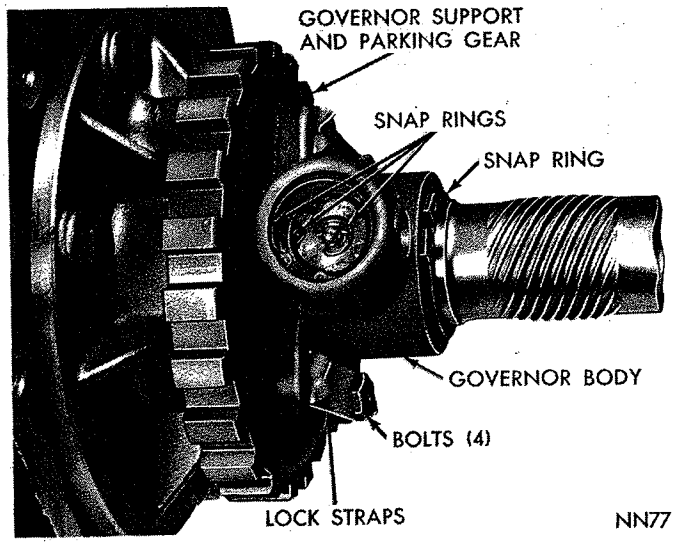

*Fig. 44—Governor Shaft and Weight Snap Rings*
(1) Remove extension housing and output shaft bearing. Refer to Page 65.
(2) Using a screw driver carefully pry snap ring from weight end of governor valve shaft (Fig. 44). Slide valve and shaft assembly out of governor body.
(3) Remove large snap ring from weight end of governor body, lift out governor weight assembly.
(1) Assemble governor body to the support (if disassembled) and tighten bolts finger tight. Make sure oil passage of governor body aligns with passage in the support.
(2) Position support and governor assembly on the output shaft. Align assembly so valve shaft hole in governor body aligns with hole in the output shaft, then slide assembly into place. Install snap ring behind governor body (Fig. 44). Tighten the body to support bolts to 100 inch-pounds. Bend ends of lock straps over bolt heads.
(3) Assemble governor weights and spring, and secure with snap ring inside of large governor weight. Place weight assembly in governor body and install snap ring.
(4) Place governor valve on the valve shaft, insert assembly into the body and through governor weights Install valve shaft retaining snap ring. Inspect valve and weight assembly for free movement after installation.
(5) Install output shaft bearing and extension housing, refer to Page 65. Connect the propeller shaft.